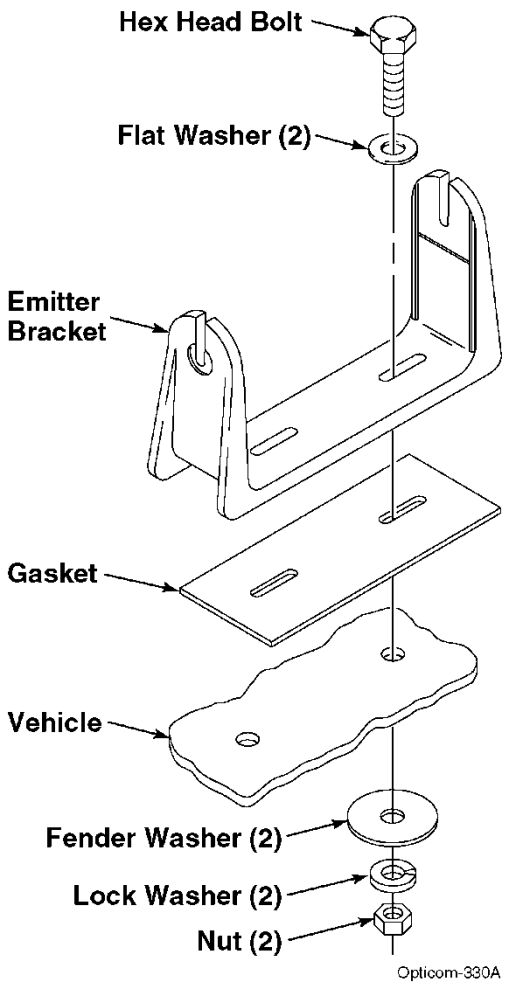

Figure 5-1. Emitter Bracket Installation
5. Position the emitter bracket and gasket over the mounting holes and use two hex head bolts, flat washers, fender washers, lock washers, and nuts to secure the bracket to the vehicle. See Figure 5-1.